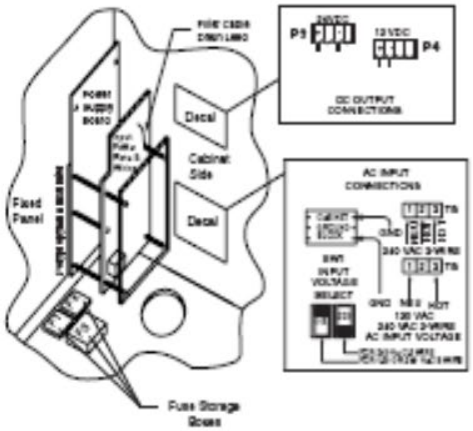

Figure 5.
5. Mount input power plate wire assembly to long spacers using the 2.0" short threaded spacers, at four corner positions. The left middle position is secured by a #8-32 x .37" screw. Connect the drain lead of the filter cable under the upper right spacer as shown in Figures 5 and 6.
11. Place the input power decal on a clear area inside the cabinet adjacent to power supply as shown in Figure 5. On Automation Power Supply unit, place additional dc output connection decal above and adjacent to input power decal.
12. Mount the spare fuse storage box/s to the inside bottom of control console where space permits. See Figure 5.